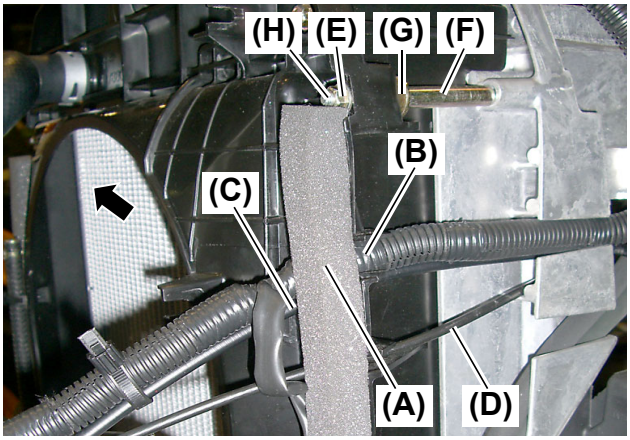

Fig. 4
4. Strip off the upper half of the lower shroud seal **(Fig. 4, (A))** on the left side of radiator. Then remove the wire harnesses **(Fig. 4, (B))**, hour meter cable **(Fig. 4, (C))** and engine control cable **(Fig. 4, (D))**.
5. Remove the M6 nut **(Fig. 4, (E))**. Then remove the collar **(Fig. 4, (F))**, washer **(Fig. 4, (G))** and M6 × 135 mm (L: 5.4 in.) bolts **(Fig. 4, (H))**.